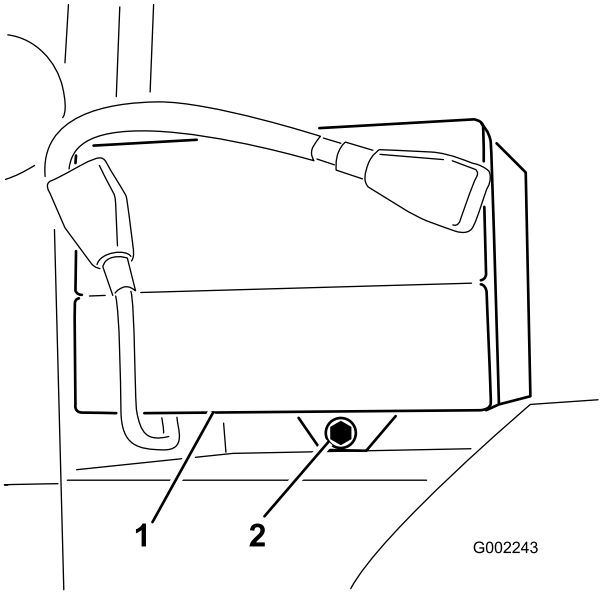

Figur 45
2. Fjern batteriholderen og festene (Figur 45).
3. Installer clutchdekselet og fest det med de tre skruene som du fjernet tidligere (Figur 45).